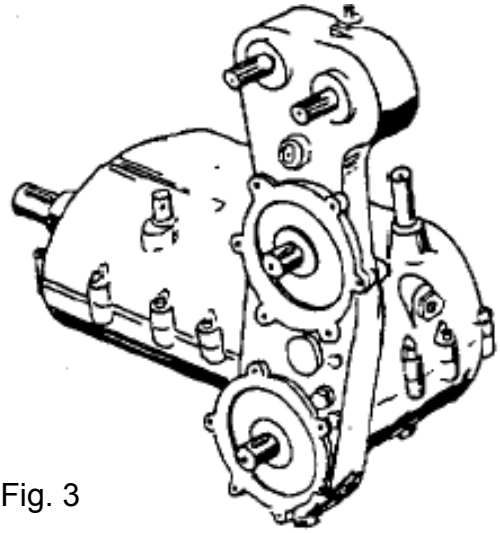

Fig. 3
- **FRENTE**: Engranaje de desplazamiento con 3 ruedas cilíndricas de dientes rectos, ver fig. 3 F (eje cardánico de accionamiento con marcha libre en sentido izquierdo)
- **PARTE TRASERA**: Engranaje inversor y de desplazamiento con 3 ruedas cilíndricas de dientes rectos, ver fig. 3 H (eje cardánico de accionamiento con marcha libre en sentido derecho)